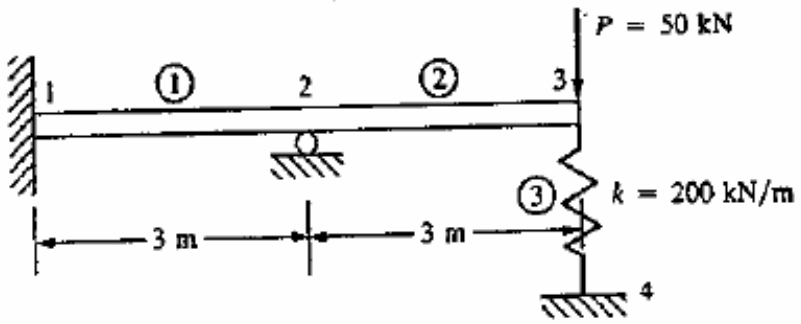

Figure 2
Q.3 **(a)** For the beam shown in figure 2, determine the displacements and the slopes at the nodes. Let $E = 210$ GPA, $I = 2 \times 10^{-4}$ m^4. **06**